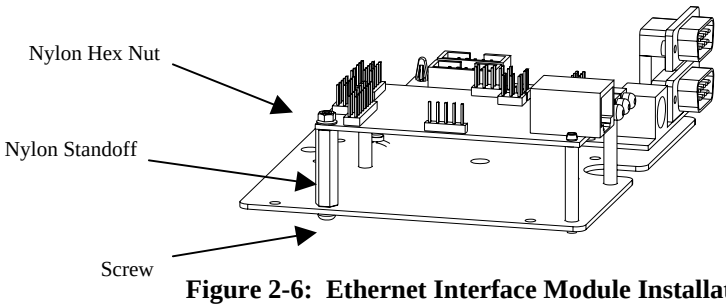

Figure 2-6: Ethernet Interface Module Installation
3. Locate the portion of the option-mounting bracket that is labeled ETH. Notice that there are (8) mounting holes.
4. Install (2) nylon spacers in the holes closest to the edge of the notched side of the option-mounting bracket.
5. Install the other (1) nylon spacer in the hole furthest from the back edge.
7. Position the Ethernet Interface Module so that the LED's and RJ45 jack face the same edge as the notch. Install the Ethernet Interface Module on the (3) spacers and (1) standoff. Place the nylon hex nut on the screw post of the nylon standoff and tighten the hex nut. Refer to Figure 2-6 for illustration.